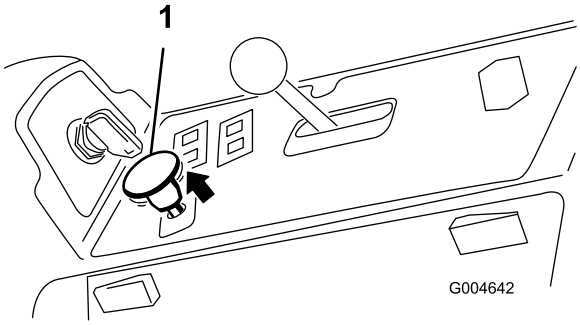

**Figur 19**
3. Dra upp kraftuttagsbrytaren för att koppla in den (Figur 19).